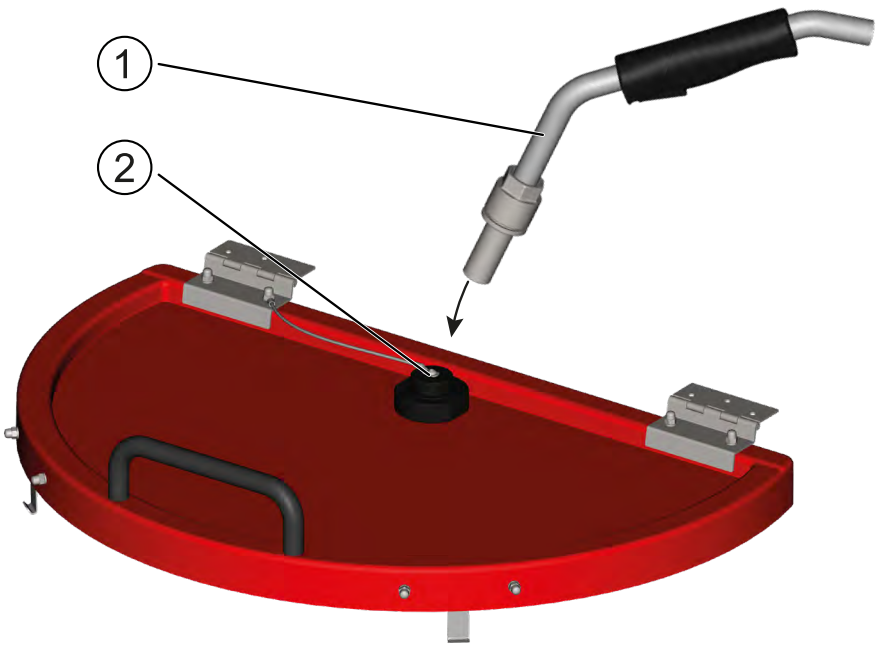

Imagen 25: Inserte la pistola dosificadora en la boquilla de limpieza
1. Retire los tapones de las boquillas de limpieza ② de la tapa.
2. Introduzca la pistola dosificadora ① en la apertura de la boquilla de limpieza (véase en la página Imagen 25: Inserte la pistola dosificadora en la boquilla de limpieza en la página 47).